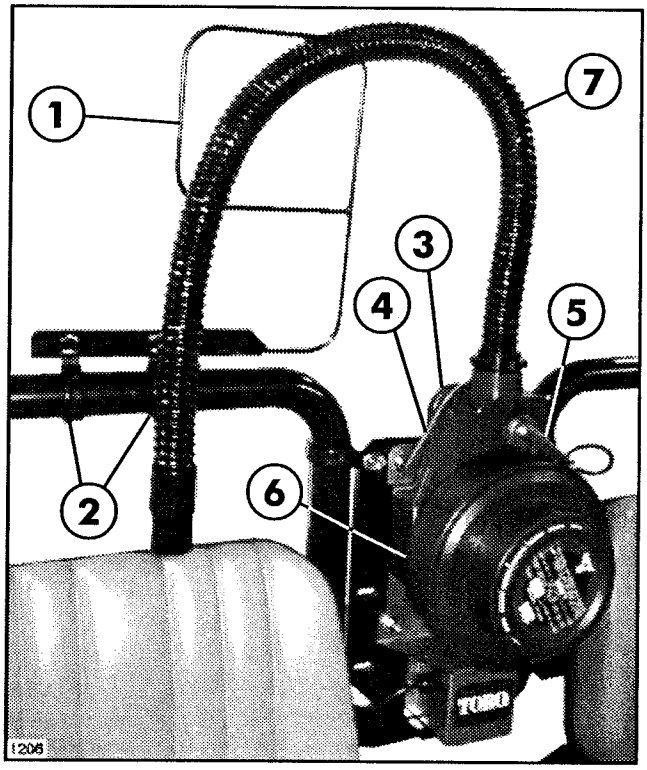

FIG. 4
12. Attach Hood Hanger using (2) R-Clamps, 5/16 x 3/4" flange bolts and flange nuts. See FIG. 4.